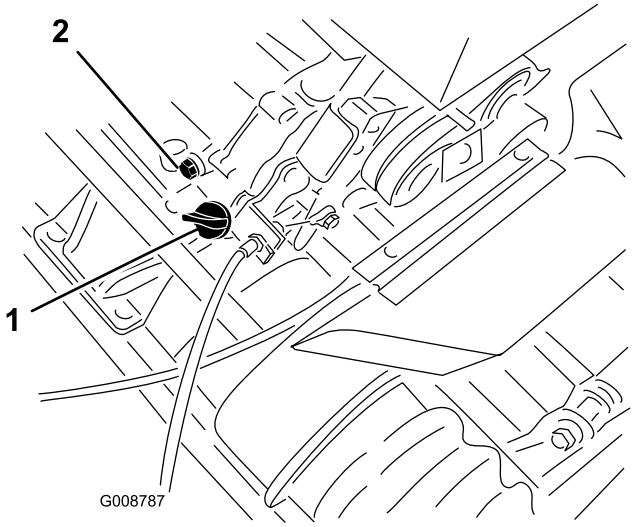

Figura 26
1. Coloque o cortador de maneira a que o motor esteja nivelado e limpe à volta o medidor do nível de óleo (Figura 26).
2. Coloque um recipiente de drenagem na traseira da máquina, debaixo do tampão de escoamento (Figura 26).